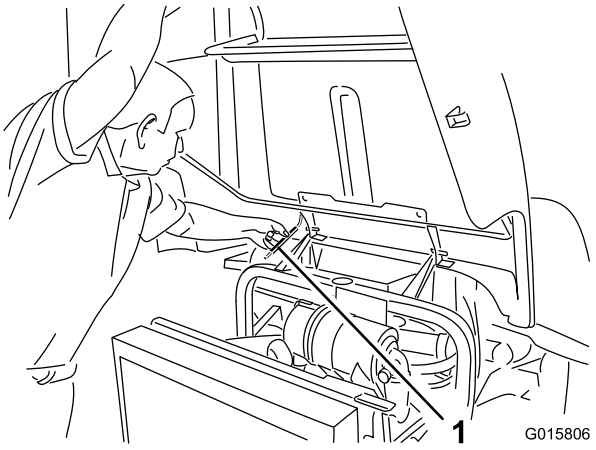

Figure 2
- Soulevez le capot jusqu'à ce que la béquille puisse être placée derrière le tube du châssis (Figure 2).